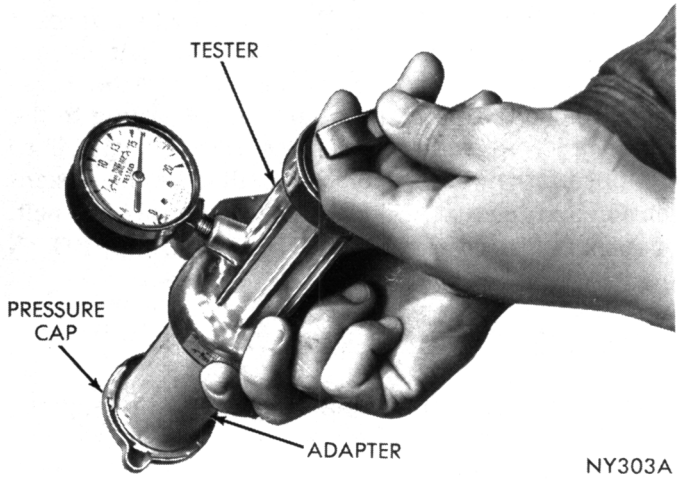

Fig. 38—Radiator Cap Tester
Test the radiator pressure cap, using Tool C-4080 (Fig. 38). Before assembling adapter and radiator pressure cap to the pump, dip radiator cap and both ends of adapter into clean water to assure a tight seal.
Hold the assembled tester in a vertical position with the radiator cap downward, (Fig. 38). Stroke the tester pump plunger until the gauge indicates the pressure cap is relieving pressure. It must relieve at a pressure between 14 to 17 psi. If within these specifications, reinstall on the radiator. **These test specifications are for caps tested at average altitudes. In high altitudes, the test specifications are lowered about one (1) psi for each 2,000 feet above sea level.**